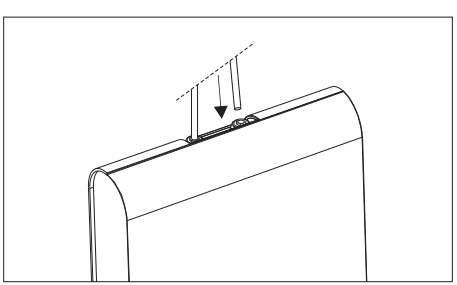

Рис. 2 Свързване на маркуча с изхода на водата от системата [OUT].
- Другият край на маркуча да се свърже с изхода на водата от системата [OUT] (бял пръстен) (Рис. 2).